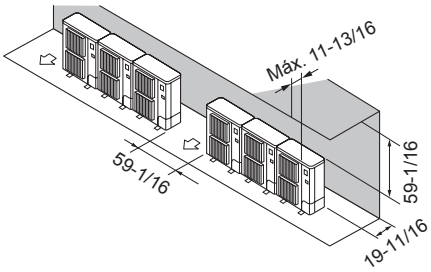

Fig. 2-12
② Obstáculos en la parte trasera y superior (Fig. 2-12)